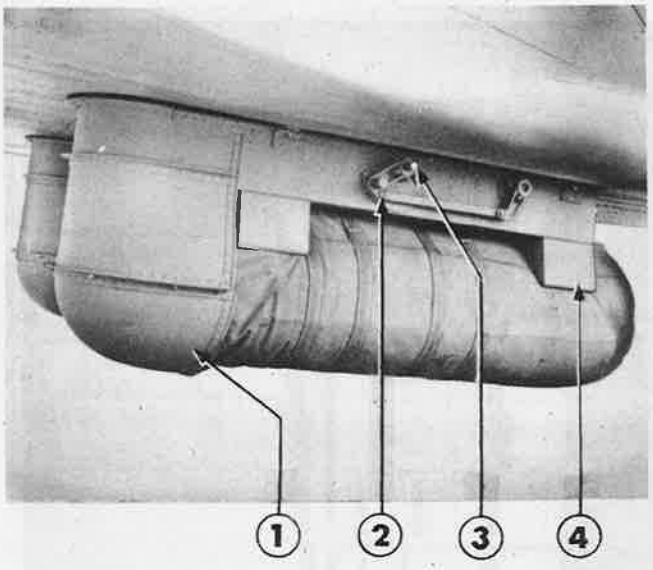

Figure 609—Loaded Parapack Rack
(c) INSTALLATION OF THE PARACHUTE PACKS IN THE PARAPACK RACKS. *(See figure 609.)*
1. Remove the nose cover (1, figure 609) from each parachute pack rack.
5. Disengage the index pin by pulling out and turning the index handle 90 degrees (2, figure 609).
6. Attach the loading crank to the index shaft end (3, figure 609) and turn it clockwise until the pack is in the normal loaded position. Engage the index pin by turning the index handle lock 90 degrees. Remove the hand crank.
7. Attach the rack nose covers and adjust the rack chocks (four to each rack) (4, figure 609).